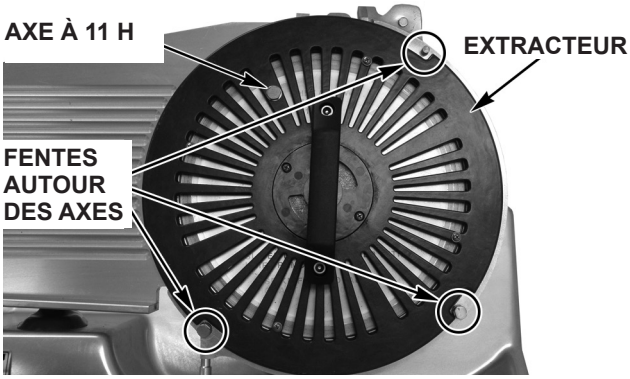

Fig. 21
- Placez le couteau et l'extracteur de manière à ce que l'axe sur l'extracteur soit en position 11 h (Fig. 21).
- Placez les fentes de l'extracteur autour des trois axes sur le protège lame (Fig. 21).